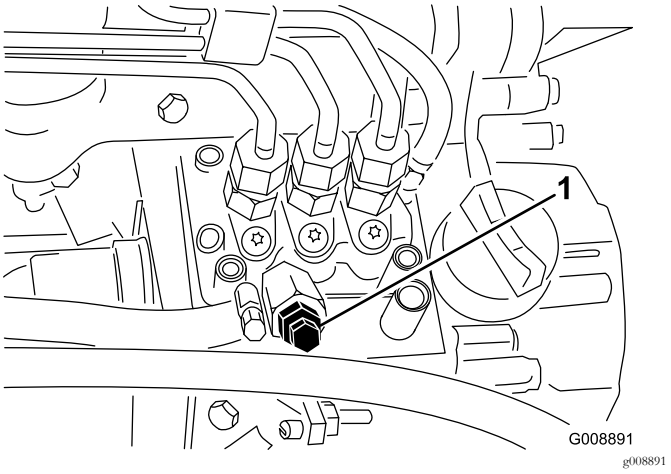

Figur 43
4. Åpne lufteskruen på pumpen for drivstoffinnsprøyting (Figur 43).